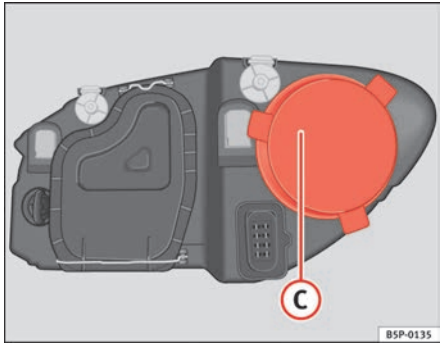

Fig. 183 Main beam headlights
– Remove the cover ⇒ fig. 183 (C) by pulling on this.